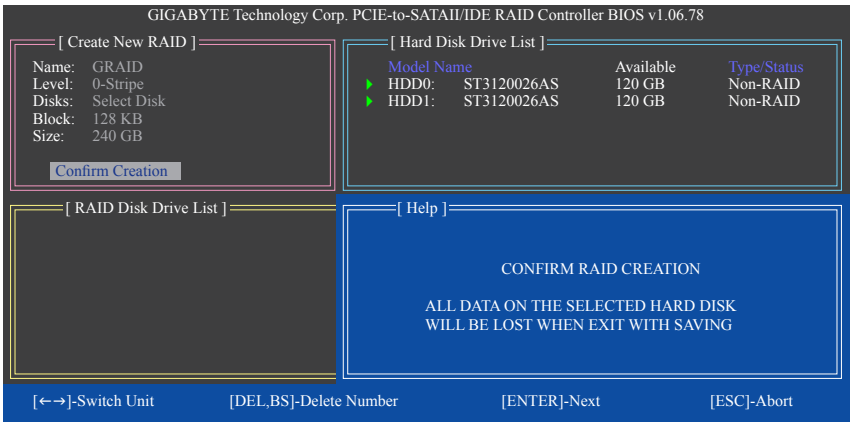

図 7
6. **Confirm Creation:** 上の項目をすべて構成すると、選択バーは **Confirm Creation** 項目に自動的にジャンプします。<Enter> を押します。選択を確認するように求めるメッセージが表示されたら （図 7）、 <Y> を押して確認するか <N> を押して中断します。